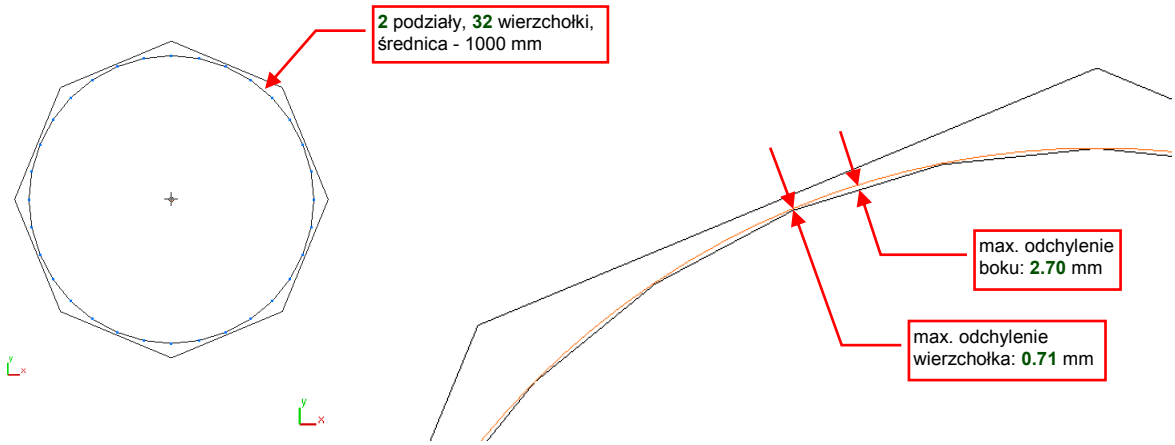

Rysunek 8.2.8 Odchylenie od okręgu dwukrotnego podziału ośmiokąta
0.3%. Powinna je posiadać jakaś dwukrotna linia podziałowa. Cóż, skoro sześciokąt nie spełnił naszych oczekiwać, sprawdźmy dwukrotny podział ośmiokąta (Rysunek 8.2.8):